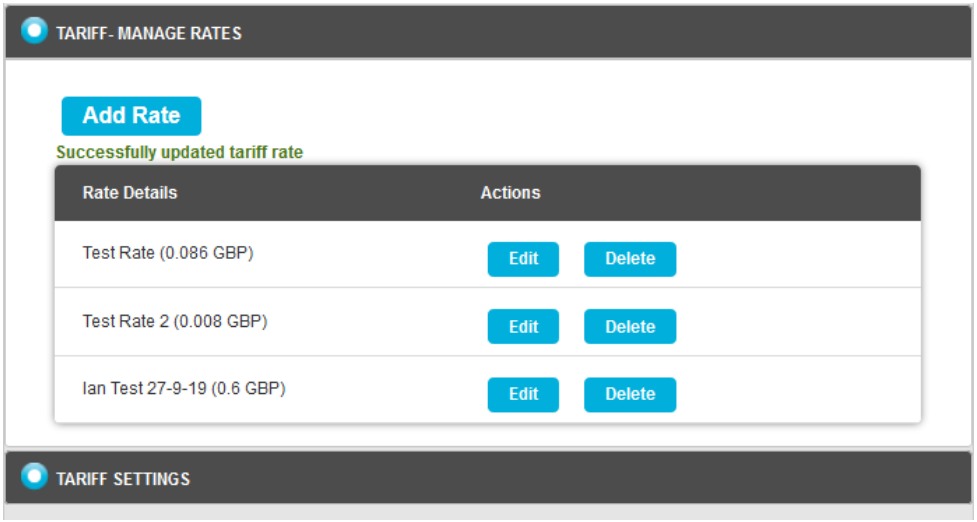

Figure 34
- You are returned to the **TARIFF-MANAGE RATES** window which now displays the edited **Tariff Rate** details and a green message confirming the change(s). See Figure 34 below:
Click on the **Delete** button adjacent to the **Tariff Rate** you wish to delete. See Figure 34 above.